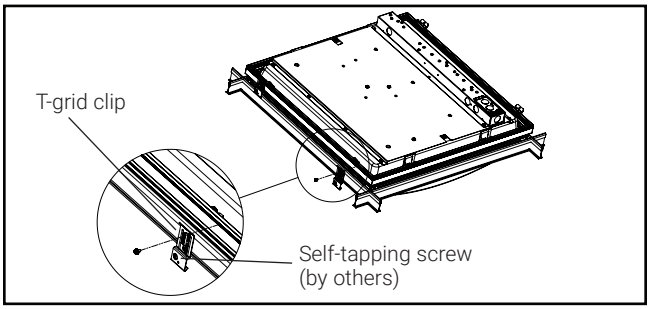

Figure 4.
6. T-Grid clips are provided for additional retention to ceiling system. Attach T-Grid clips using supplied screws to the aluminum frame of the fixture, and use self-tapping screws (by others) to secure to T-Grid. (Fig. 4).